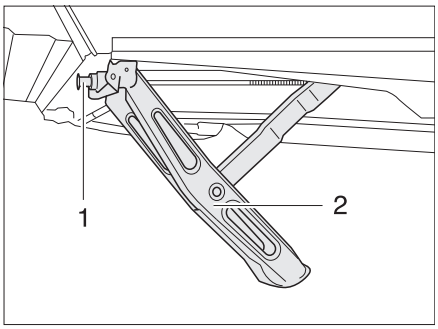

Fig. 15 Corner steady cranked down
- Place the hand crank provided as standard on the hexagonal nut (Fig. 15,1) of the corner steady (Fig. 15,2).